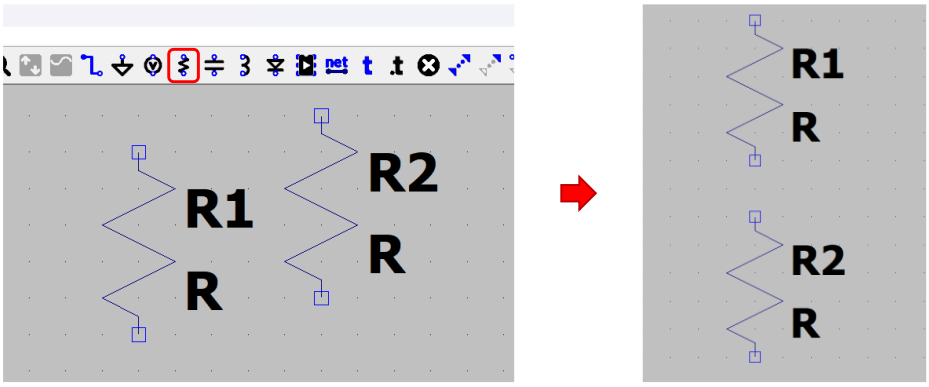

Figura 6. Seleccionar el componente resistor y llevarlo al esquemático
a) **Agregue los dos resistores**: se debe dar un click sobre el componente **Resistor (R)** en la barra de herramientas como se muestra en la Figura 6. También se puede presionar la tecla **'R'** para activar el componente **Resistor**. El puntero del mouse se convertirá en un resistor que se podrá
ubicar en cualquier lugar del esquemático. Para colocar el componente en la posición deseada, de un click con el Mouse. Puede presionar la tecla **'Esc'** en cualquier momento para desactivar el modo **Resistor**. Ubique los componentes como se muestra en la parte derecha de la Figura 6.